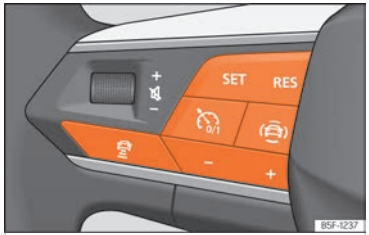

Fig. 118 On the multifunction steering wheel: buttons for operating the ACC.
- Press the button on the multifunction steering wheel ›› Fig. 118.
- To start regulation, press the button **SET** ›› Fig. 118.
To program the speed, press the + or – ››› Fig. 118 buttons to the desired speed. The speed is adjusted at intervals of 10 km/h (5 mph).
- Press the button and then the button + or – ››› Fig. 118.
- Briefly press the button ››› Fig. 118 or press the brake pedal.